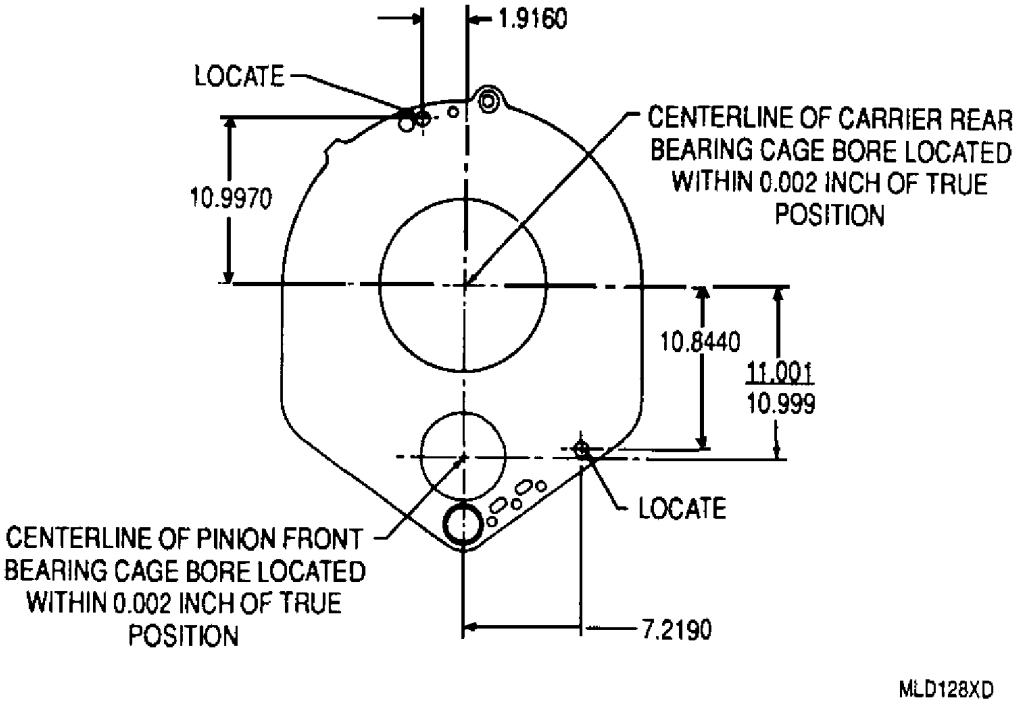

Figure 3. Main Diaphragm Bearing Cage Bore Centerline Locations
(1) Use 6798962 bearing cage bores locating template to locate centerline of carrier bearing cage bore. For diaphragms that do not have pilot holes, locate the cage bore centerline from the two bolt hole centerlines as shown (figure 3).
(1) Use 6798962 bearing cage bores locating template to locate centerline of pinion bearing cage bore. For diaphragms that do not have pilot holes, locate the cage bore centerline from the two bolt hole centerlines as shown (figure 3).